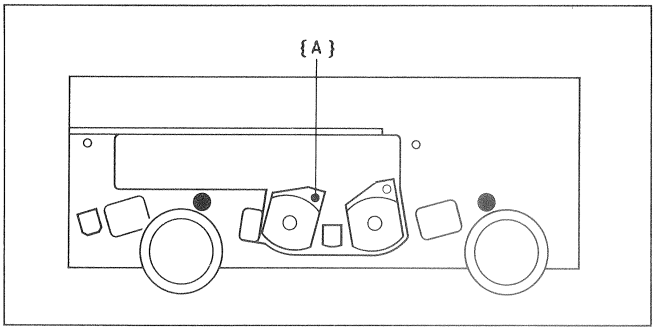

Fig.5.15
-> Fig.5.15/5.16
4. Die weiteren Einstell- und Messvorgaenge sind analog dem Kapitel 5.2.2, Abschnitt B durchzufuehren (anstelle Azimuth- Einstellknopf, Spaltjustierschraube A, Fig.5.15).